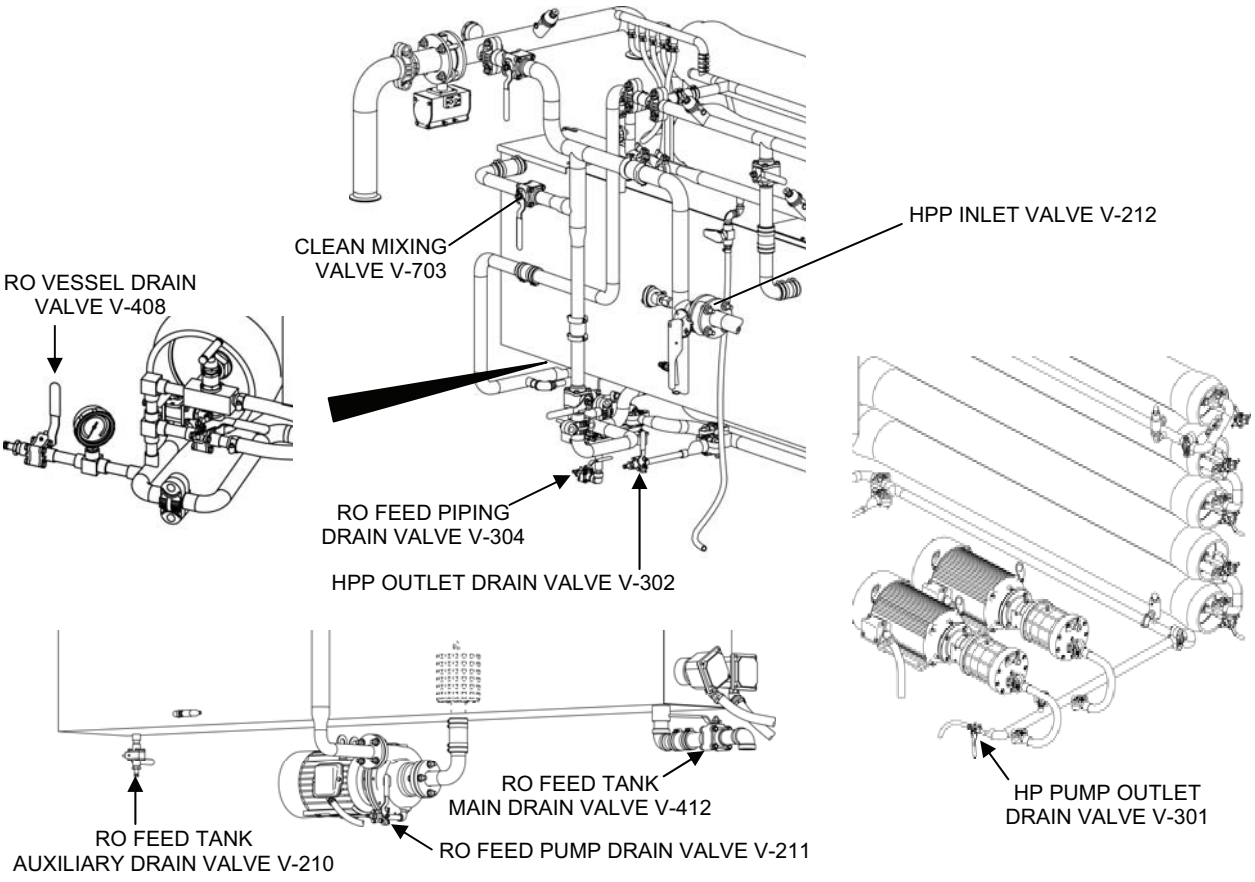

Figure 3. Valves for Preparing Acid Cleaning Solution for MF and RO Acid Cleaning.
2. Prepare water for the RO and MF acid clean as follows (Figure 3):